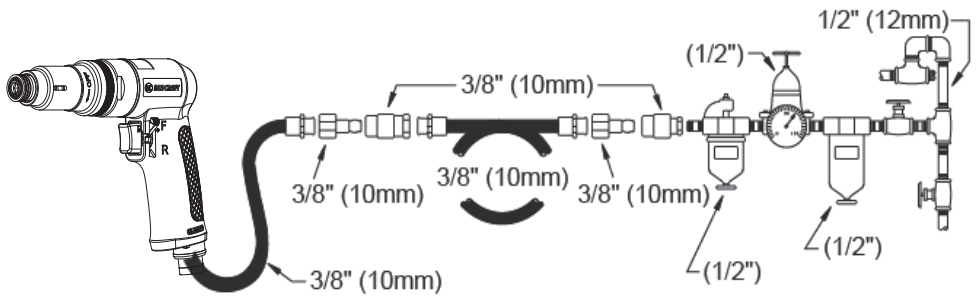

Figure 1
- Conecte el dispositivo como se indica en la Fig.1.
- Para utilizar la máquina en la marcha inversa, presione la palanca (B) en la dirección opuesta tal y como muestra la indicación.
- Para activar el aparato, sencillamente presione el gatillo (A). La velocidad del aparato aumenta al incrementar la presión sobre el gatillo. Suelte el gatillo para detenerlo.